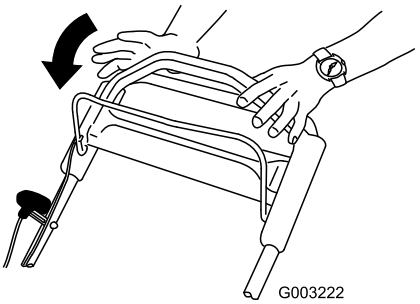

Figur 20
1. Slipp knivkontrollbøylen (Figur 20).